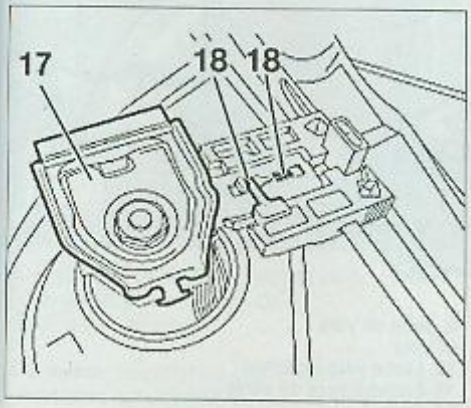

FIG. 49
*Si nécessaire, déposer les étaux de fixation de la vitre (17) en dégageant ses fixations (18) **(Fig.49)**.*